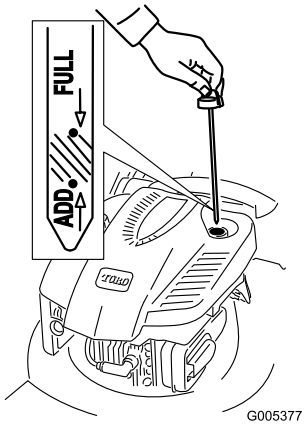

Figur 11
1. Ta ut peilestaven, rengjør den og sett den deretter på plass igjen (Figur 11).
2. Ta ut peilestaven, og kontroller oljenivået (Figur 11). Hvis oljenivået er lavere enn **Add**-merket på peilestaven, hell olje **sakte** inn i oljepåfyllingsrøret for å heve oljenivået til **Full**-merket på peilestaven. **Fyll ikke på for mye.** (Maks. påfyll: 0,59 l, type: SAE 30 rensende bilolje med API-serviceklassifisering SF, SG, SH, SJ, SL eller høyere.)